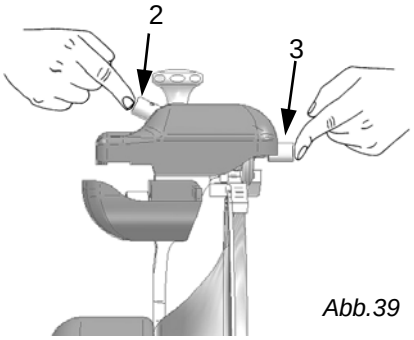

Abb.39
7. Die zwei Druckknöpfe, Detail 2 und 3 auf Abb. 39, gleichzeitig 3/4 Sek. lang drücken und dann gleichzeitig wieder loslassen;